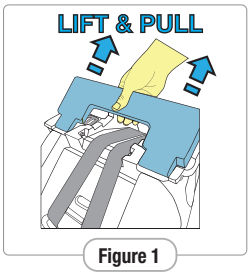

Figure 1
**Step 1:** Turn the Child Restraint upside down to access from the bottom. Then Lift and Pull the Recline Foot out of the base (see Figure 1).